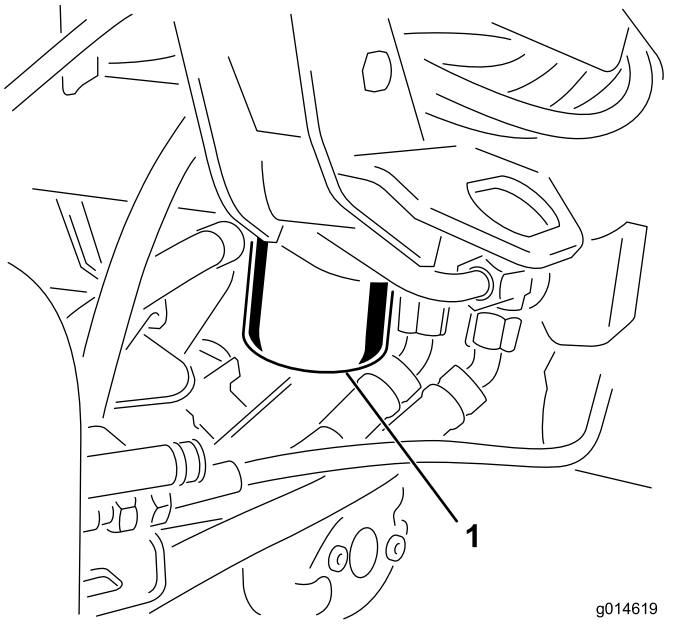

Figuur 54
1. Reinig de omgeving van de plaats waar het filter wordt gemonteerd (Figuur 54). Plaats een opvangbak onder het filter en verwijder het filter.